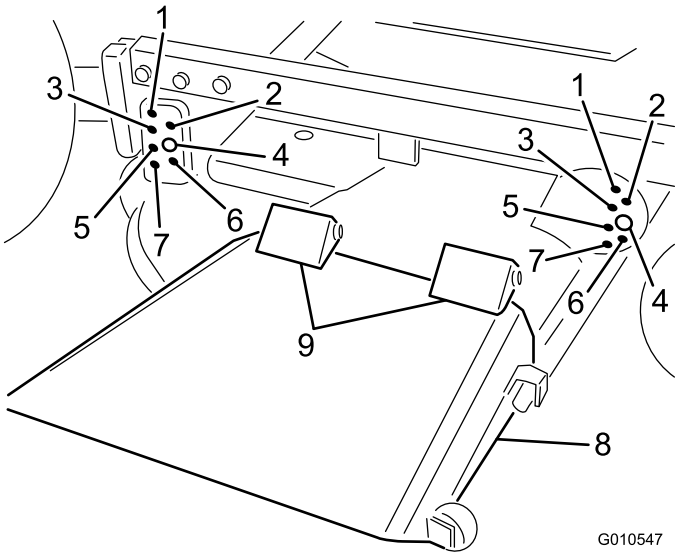

Figur 9
7. Sänk bärramen och montera fyra sprintbultar i fästhålen för önskad klipphöjd samt i ramfästena. Fäst de fyra bultarna med hårnålssprintar (Figur 9).